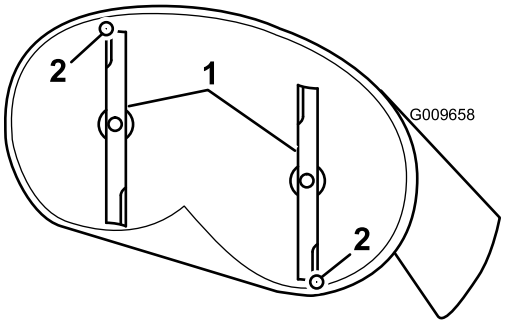
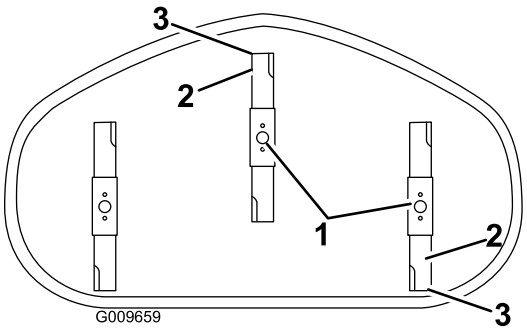

Figur 62
Figur 63
4. Rotera knivarna försiktigt så att de är riktade framåt-bakåt (Figur 62 och Figur 63).
5. Mät från den främre knivens spets till den plana ytan, och från den bakre knivens spets till den plana ytan (Figur 62 och Figur 63).
9. När justeringen är gjord ska du kontrollera den främre-bakre lutningen igen och fortsätta att justera muttern tills den främre knivens spets befinner sig 1,6–7,9 mm lägre än den bakre knivens spets (Figur 62 och Figur 63).